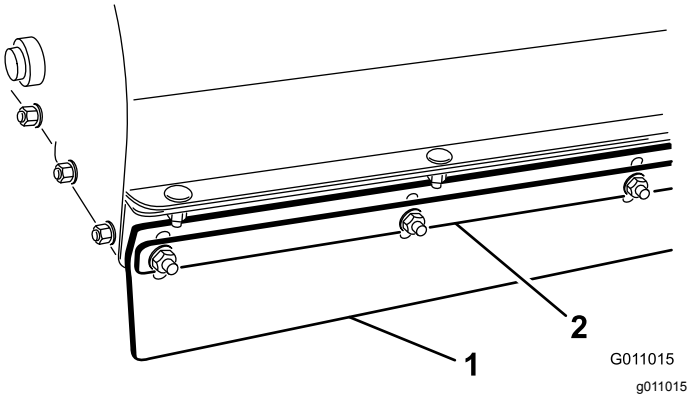

Figur 23
1. Løsne mutrene som fester metallbåndet og skvettlappen foran på børstehuset (Figur 23).